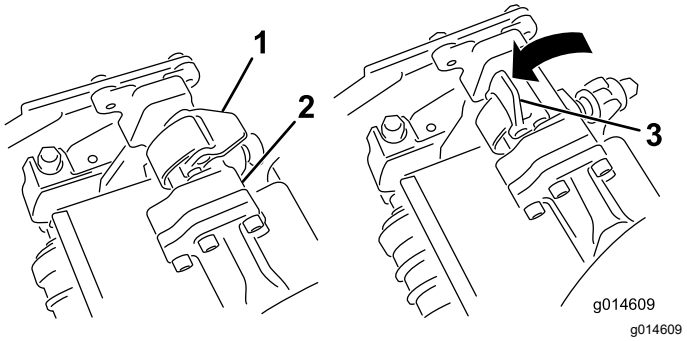
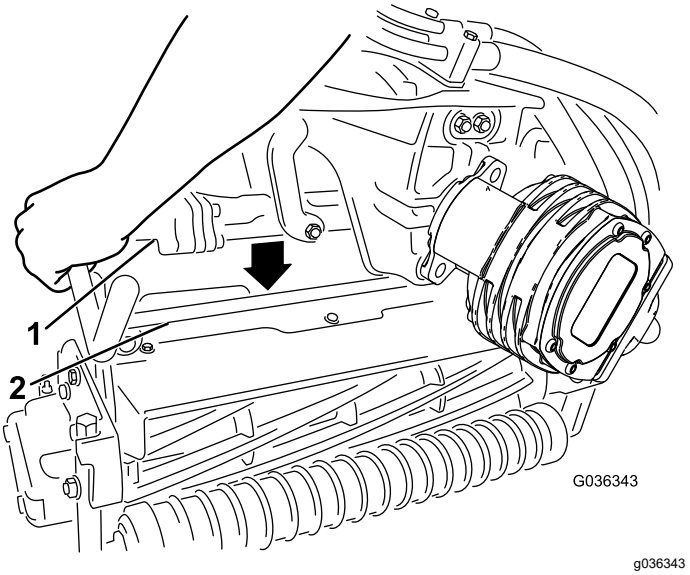

Figur 62
Figur 63
4. Åbn låsene på affjedringsarmens stang (Figur 62), og skub affjedringsarmen ned, så stangen passer over begge vinkelarme på klippeenheden, og sørg for, at låsene går under klippeenhedens tværstang (Figur 63).
5. Luk låsehåndtagene ned og omkring klippeenhedens stang, og lås dem på plads (Figur 62).
6. Åbn låsehåndtagene på affjedringsarmens stang på klippeenheden, som du fjerner (Figur 62).